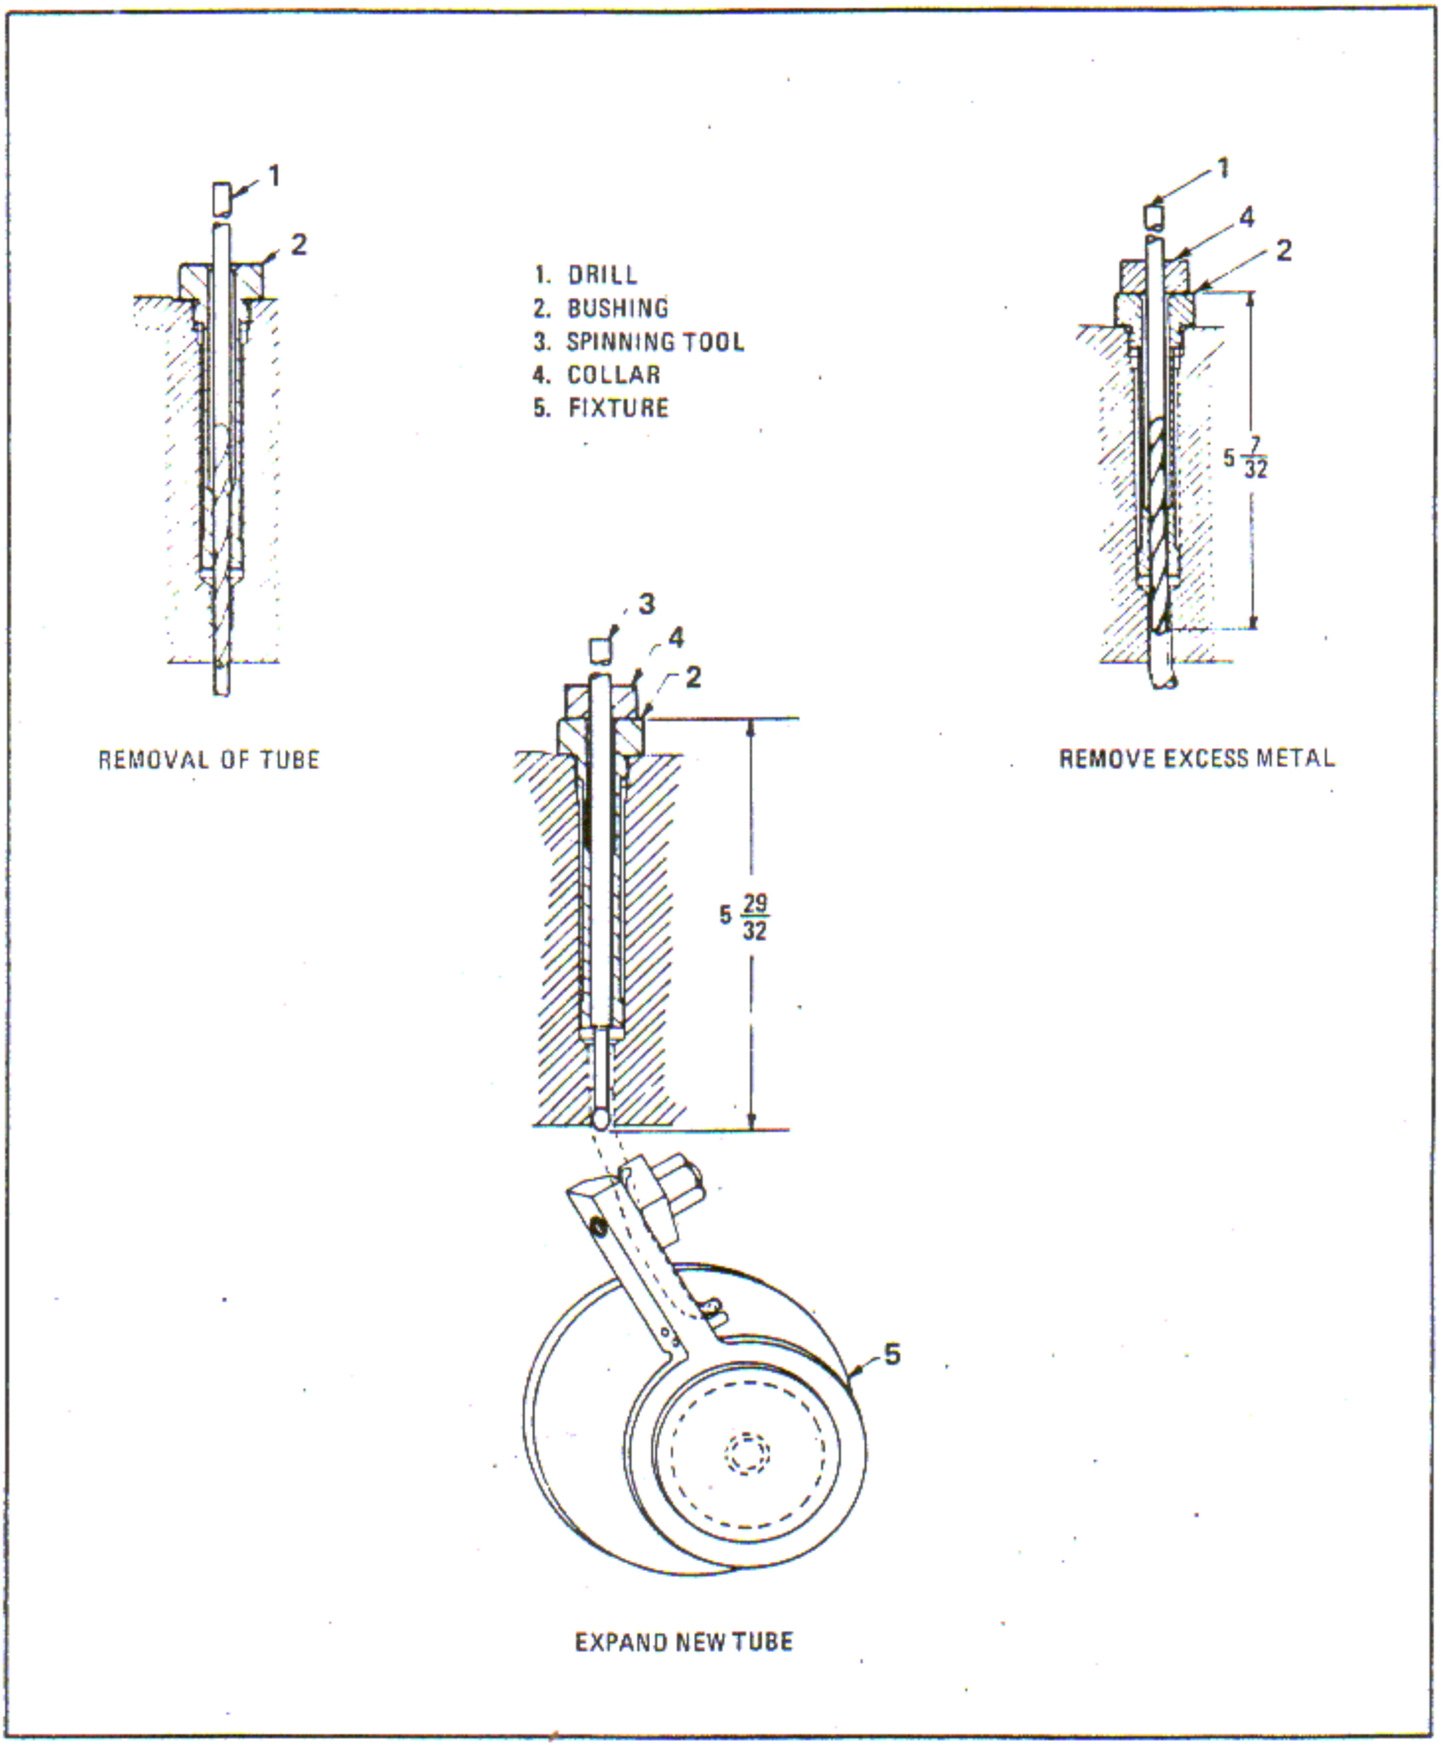

Figure 6-199. Drain Valve Extension Tube Replacement
a. Insert bushing (2, figure 6-199) in the housing.
b. Drill out the tube using drill (1).
a. Mount fixture (5, figure 6-199) on the housing with a bolt through the impeller shaft rear oil seal sleeve hole.
b. Insert a new tube in the tapped hole. Swing the fixture (5) so the side of the tube is flat against the fixture and the end of the tube is against the pins. Clamp the tubing snugly and then clamp the fixture tightly.
c. Insert the bushing of bushing (2) and collar (4) in housing as shown. Expand the tubing in the hole using roughing and finishing spinning tools (3), consecutively, locating the stop collar or bushing and collar to the dimension shown. Use white lead, Federal Specification TT-W-251, on the spinning tools as a lubricant.